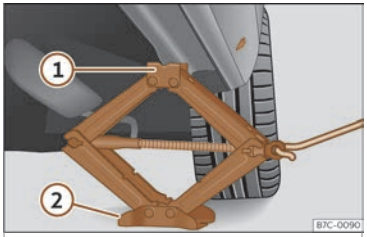

Fig. 40 Llarguer:col·locació del gat del vehicle.
- Gireu la manovella del gat, situat sota el punt de recolzament del llarguer, per elevar-lo fins que la pestanya ① ››› **fig. 40** quedi situada sota l'allotjament previst.
- Alineeu el gat de manera que la pestanya ① "s'adhereixi" a l'allotjament previst del llarguer i la placa base mòbil ② quedi recolzada a terra. La placa base ② ha de caure en la vertical respecte al punt de recolzament ①.